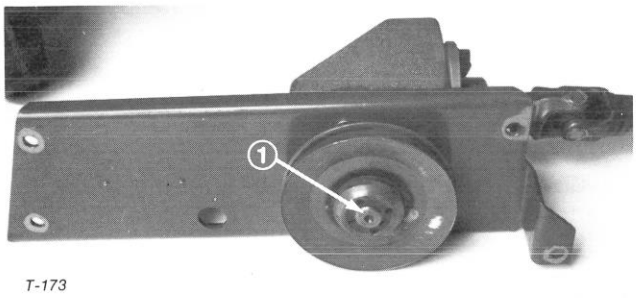

Figure 43
5. Remove set screws from taper lock bushing (Fig. 43). Install one set screw into hole that is threaded on side of taper lock (Fig. 43). Tighten set screw until taper lock is loose on inside of pulley hub.
2. Insert woodruff key into keyway in gear box shaft. Slide pulley w/taper lock onto gear box shaft and key (Fig. 43).
5. Check alignment of gear box pulley with spindle pulley. Loosen and relocate taper lock to adjust, if necessary (Fig. 43).